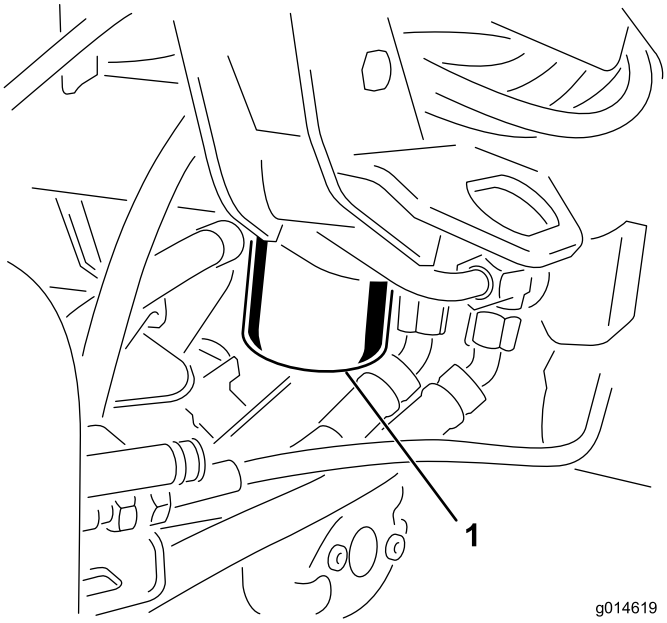

Figur 53
1. Rengör runt området där filtret monteras (Figur 53). Ställ ett avtappningskärl under filtret och ta bort filtret.